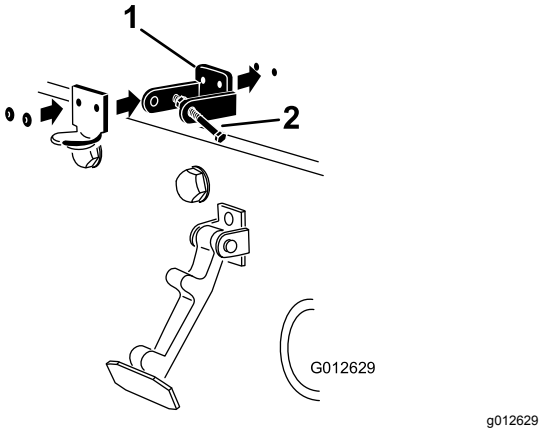

**Figur 4**
3. Placera CE-låsfästet och motorhuvslåsfästet på motorhuven när du passar in monteringshålen. Låsfästet måste ligga mot motorhuven (Figur 4). Ta inte bort bult- och mutterenheten från låsfästets arm.
5. Nita fast fästena och brickorna på motorhuven (Figur 4).